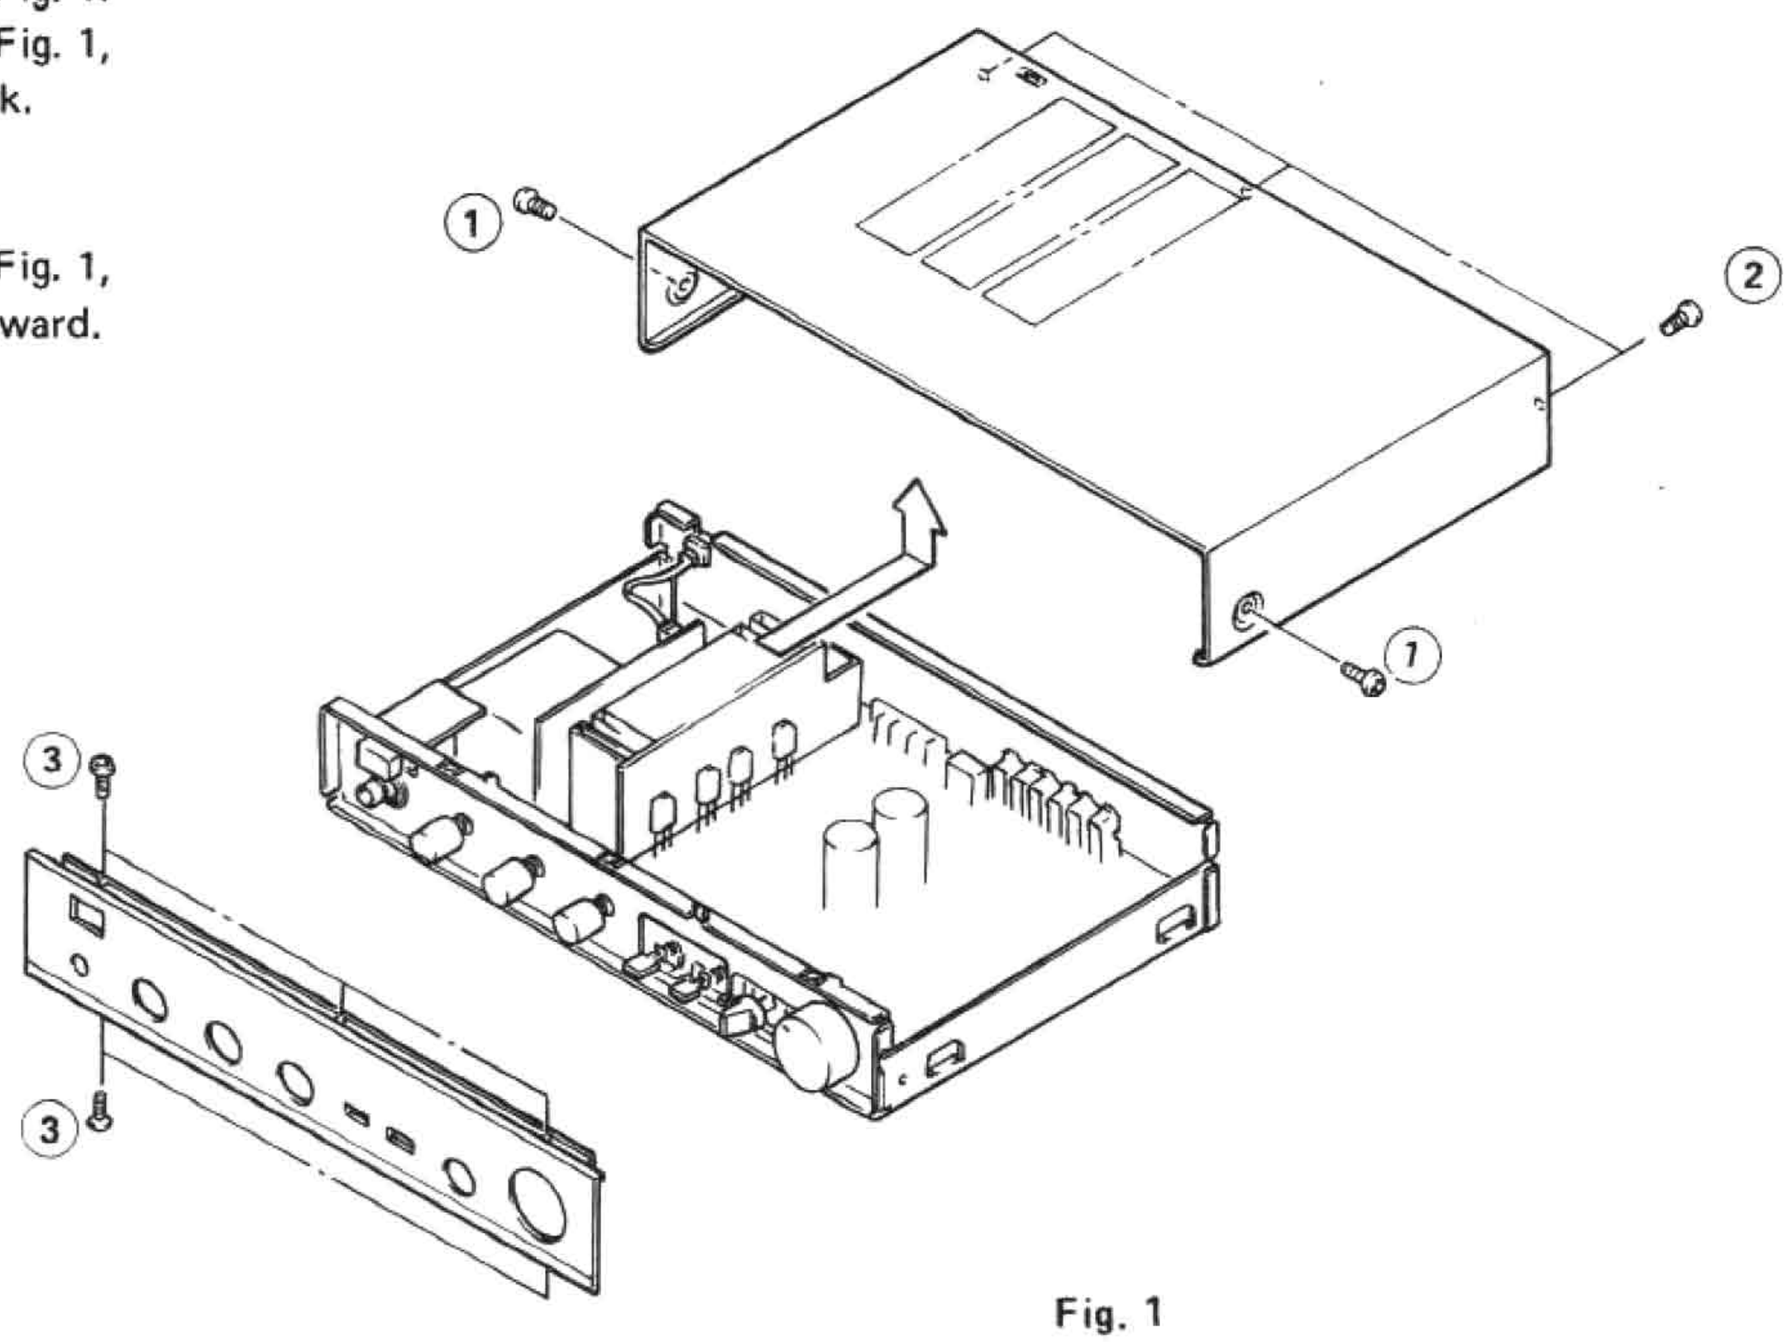

Fig. 1
a. Remove 2 screws (①) in Fig. 1.
b. Remove 3 screws (②) in Fig. 1, and slide the Top Cover back.
Remove 5 screws (③) in Fig. 1, and pull the Front Panel forward.